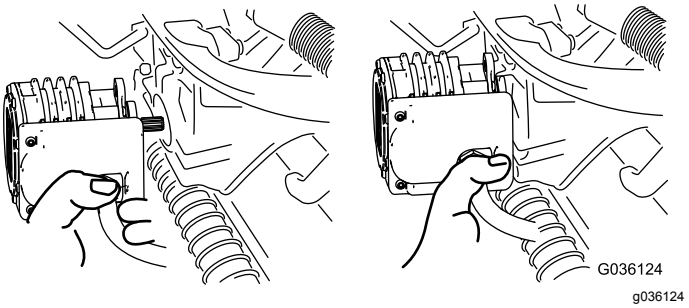

Figur 49
4. Flytt motoren til lagringsplassen foran på hjulopphengsarmen (Figur 49).